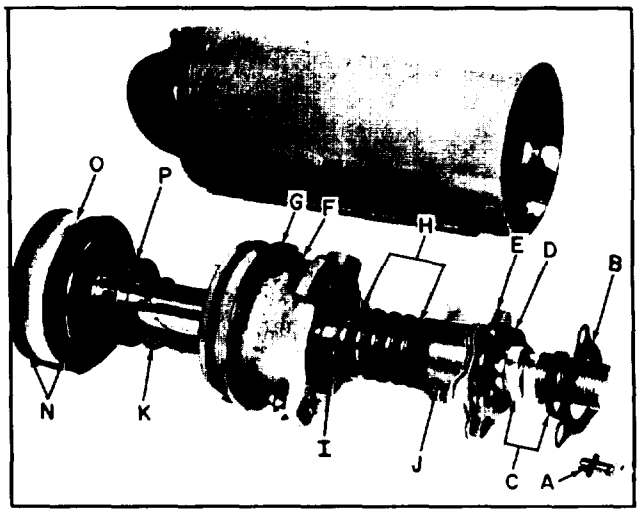

Figure 5-161. Tilt Cylinder Components.
b. Figure 5-161 shows components of the tilt cylinder and body. Refer to this figure and remove three retainer bolts (A) securing the cover (6). seal guard kit (C), retainer (D) and shims (E). Pull these components from end of cylinder and piston rod.
a. Refer to figure 5-161 and install U-cup (N) and wear ring (0) on piston and rod assembly.
d. Place gland (G) over piston rod and install packing set (H) and bushing (J) as shown in figure 5-161.